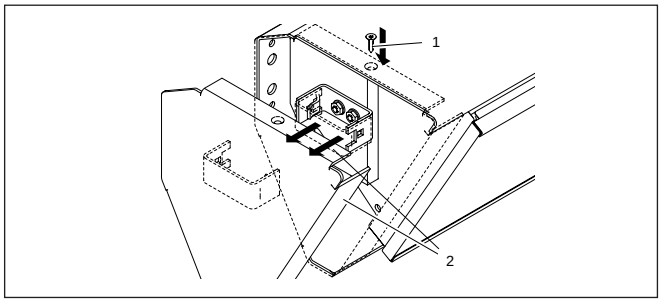

Abb. 3 WAREMA Design Heizstrahler
- Öffnen Sie zunächst die seitliche Abdeckung des WAREMA Design Heizstrahlers (Abb. 3): lösen Sie hierzu die Sicherungsschraube (1) mit einem geeigneten Schraubendreher und ziehen Sie anschließend die Abdeckung ab (2).
- Bringen Sie abschließend die Sicherungsschraube wieder an (Abb. 3).